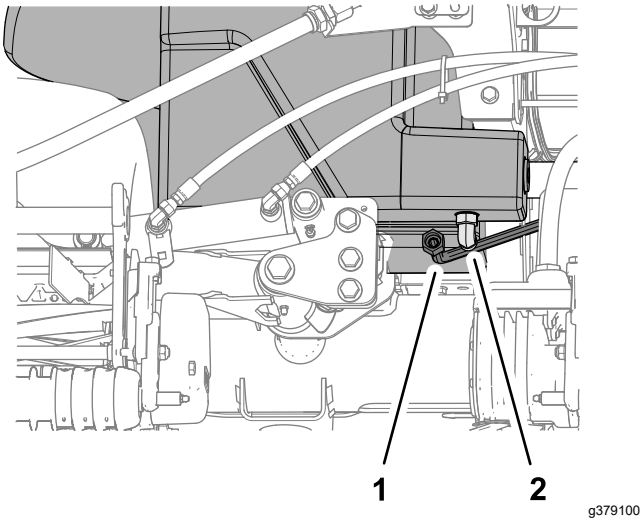

Figuur 118
2. Plaats een grote opvangbak onder de 90°-fitting (Figuur 118) van de hydraulische tank; zie Inhoud van hydraulisch systeem (bladz. 75).